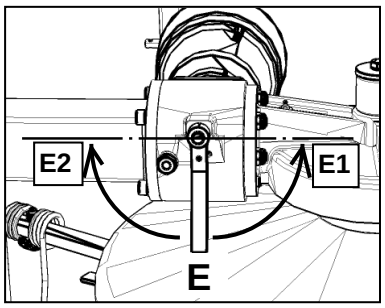

fig.19C
6. **Fig.19C** - Controllare che la leva dell'invertitore sia ruotata nella posizione **E1.**
6. **Fig.19C** - Verify that the lever of the reversing gear is rotated in the position **E1.**